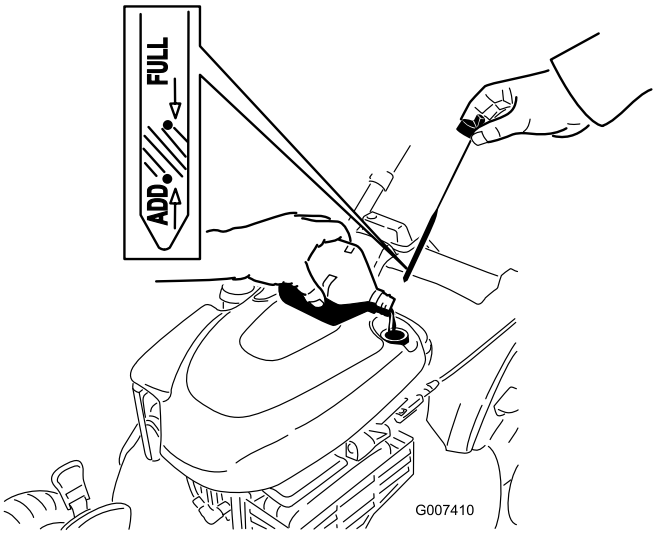

Bild 13
1. Nehmen Sie den Peilstab heraus und wischen Sie ihn ab. Stecken Sie ihn dann ganz ein (Bild 13).
2. Nehmen Sie den Peilstab heraus und prüfen Sie den Ölstand (Bild 13). Wenn der Ölstand unter der **Nachfüll**-Marke ist, gießen Sie langsam Öl in den Einfüllstutzen, um den Ölstand auf die **Voll**-Marke am Peilstab anzuheben. **Füllen Sie nicht zu viel ein.** (Max. Füllstand: 0,59 l, Typ: Waschaktives SAE 30-Öl mit der Klassifizierung SF, SG, SH, SJ, SL oder höher durch das American Petroleum Institute (API).)